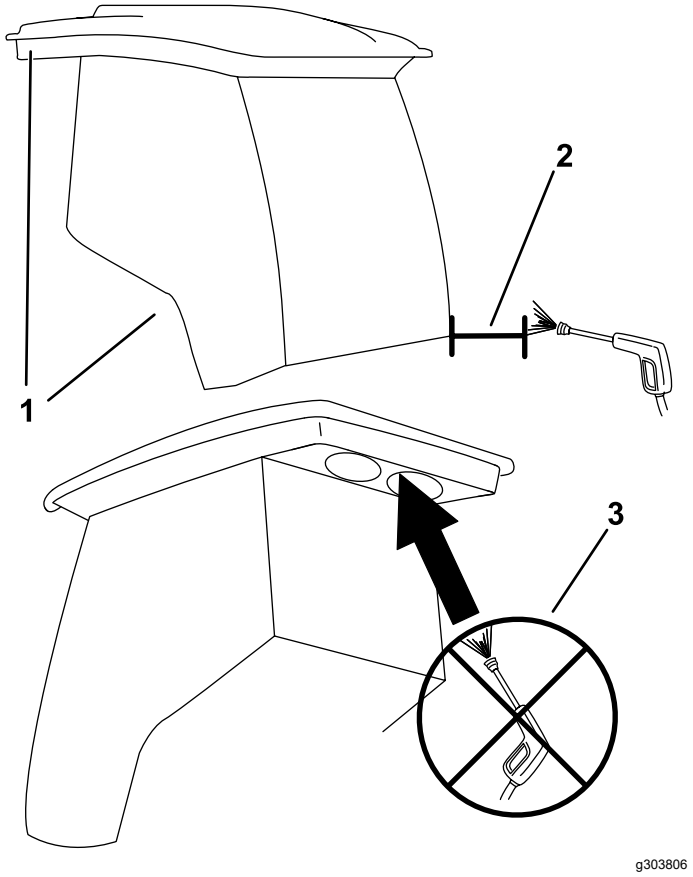

**Bild 82**
***Wichtig:*** **Vorsicht im Bereich der Kabinendichtungen (Bild 82). Halten Sie bei der Verwendung eines Hochdruckreinigers das Strahlrohr mindestens 0,6 m von der Maschine entfernt. Verwenden Sie den Hochdruckreiniger nicht direkt an den Kabinendichtungen oder unter dem hinteren Überhang.**